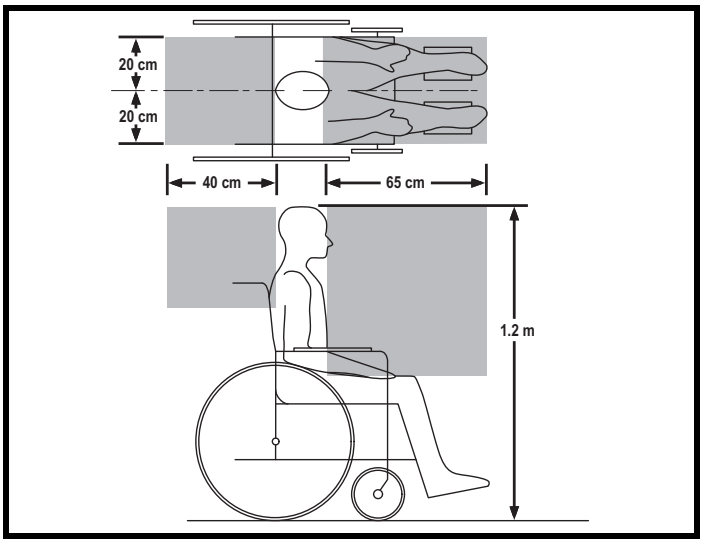

Figura 19. Zona di sicurezza raccomandata del Kids UP
- Seguire le specifiche per le zone di sicurezza. **Vedere la figura 19.**